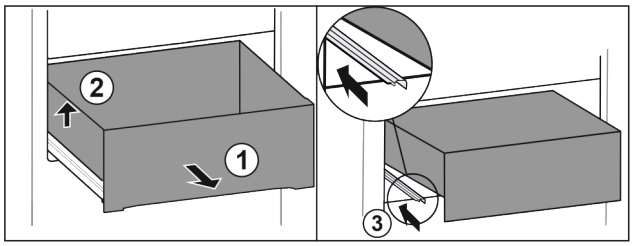

*Fig. 13**
▶ Schubfach vollständig herausziehen *Fig. 13 (1)*.*
▶ Schubfach links anheben *Fig. 13 (2)*.*
▶ Linke Schiene einschieben *Fig. 13 (3)*.*